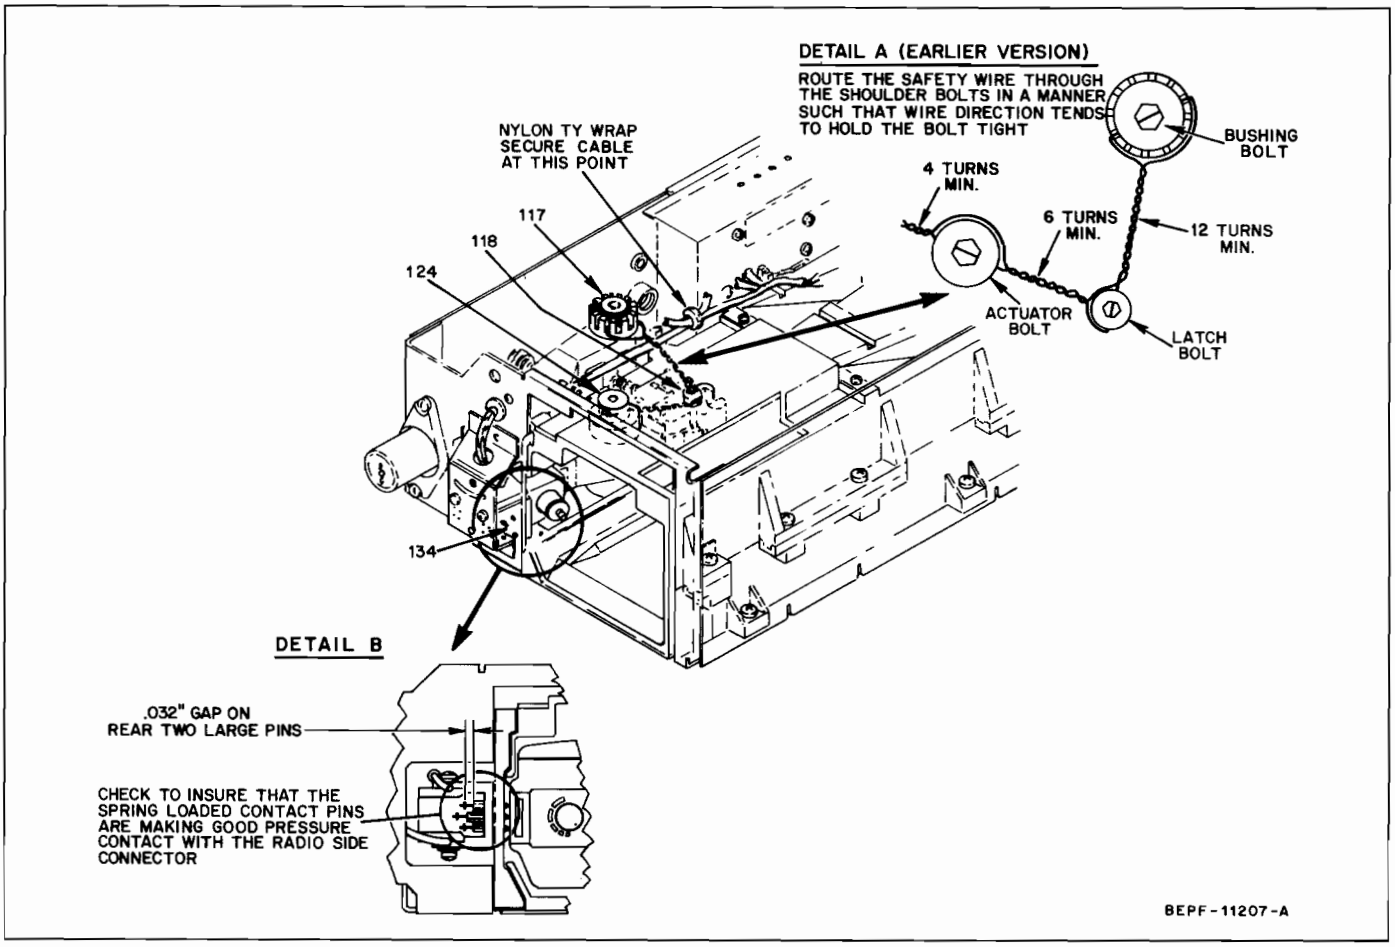

Figure 13. Pawl Arm and Safety Wire Installation Detail
(1) Remove the housing cover, and loosen the four pocket screws (item 80).
(2) Insert a universal radio into the console; this should shift the pocket to the far right side of the console within the constraints of the four pocket screws (step 1).
(3) Tighten the three exposed screws (item 80). One screw under the contact arm is not exposed.
(4) Eject the radio from the console pocket.
(5) Tighten the fourth pocket screw.
(6) Remove safety wire.
(7) All bolts should be tightened observing the torque specifications (100 in. lbs. for items 117 and 124) as shown in Mechanical Parts Detail.
(8) Turn the adjustable bushing (item 100), using tool 6605746J01, in both directions and observe the corresponding motion of the actuator pawl arm. Adjust the bushing to the starting position as indicated.
(9) Reinsert radio with volume turned up to an audible level in an unsquelched mode.
(10) Turn the adjustable bushing **slowly** counterclockwise, until the contact arm is pushed-in sufficiently into the side connector to break electrical contact and disrupt audio signal. Key the PTT switch, and monitor the rf output at the antenna jack.
(11) Looking through the hole in the front of the chassis (remove L.E.D. board and bracket, item 8); see Figure 13. Check to see if the seven spring-loaded contact pins have all been depressed (the retaining rings should be slightly off the bushings). Continue turning the adjustable bushing slowly counterclockwise, until the two large pins in the back have been depressed .032″ (use .032″dia. wire as a guage).
(12) If there is not enough adjustment left in the bushing due to wear, replace the worn pawl arm, actuator arm, or both, as necessary.
(13) Noting the positions of the two safety wire holes in the shoulder bolt (Part No. 0305126F13), determine which hole most nearly lines up with a slot in the adjustable bushing. Turn the bushing in the direction required to better align the slot with the hole.
(14) Thread the safety wire through the slot in the bushing and the hole in the bolt to prevent the bushing from turning.
(15) Check for intermittent contact by pushing the radio to the far right of the pocket and try pulling the contact arm away from the side connector of the radio. If the contact is intermittent, tighten the bushing (counterclockwise) to align the other hole with the nearest slot, and insert the safety wire.
(16) Eject and reinsert the radio several times, checking for smooth operation. If the insertion force is too high, (50 lbs. max.) or if the radio will not go in at all, remove the safety wire, turn the adjustable bushing back (clockwise) to align the other hole with the nearest slot; insert the safety wire, see step 15; and repeat steps 16 and 17, making observations for intermittent or excessive insertion force.
(17) If the console under test has had the safety wire installed, then proceed to step 21; otherwise proceed to step 19.
(18) Remove and discard the wire clip (item 129) located at the rear of the actuator contact arm (item 132). Do not confuse this with the wire clip located at the front of the actuator contact arm (see Figure 13).
(19) Using a nylon cable strap, attach the cable harness of step 19 (as shown in Figure 13).